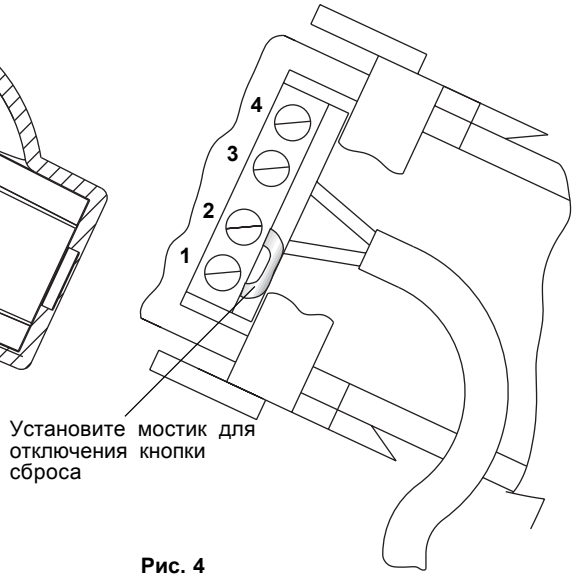

Рис. 4
- Установите перемычку между зажимами 1 и 2 (см. рис. 4).